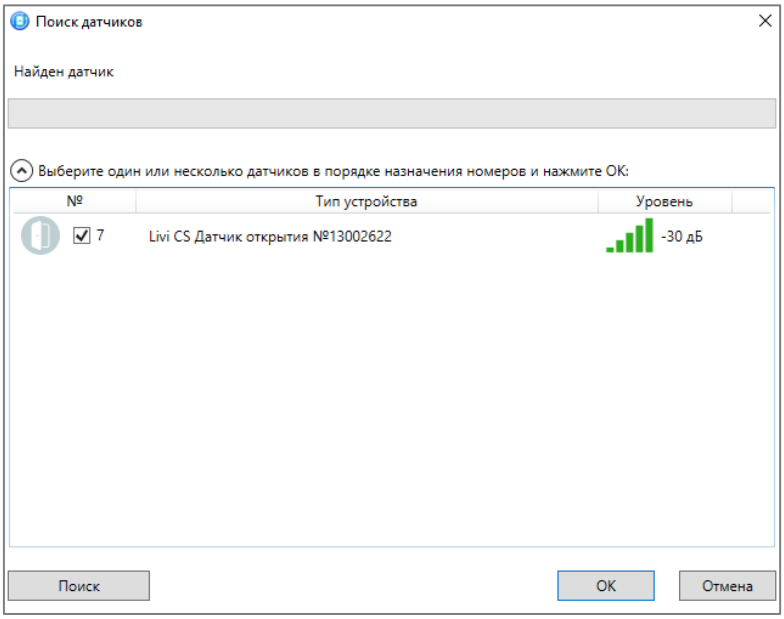

Рисунок 4.35 — Поиск радиоустройства
- В следующем окне (см. рисунок 4.35) будет отображен список устройств, доступных для связывания в радиусе действия радиоканала. Если подключаемого устройства нет в списке, то его следует повторно перевести в режим связывания (любое устройство серии Livi находится в режиме связывания ровно 60 секунд).